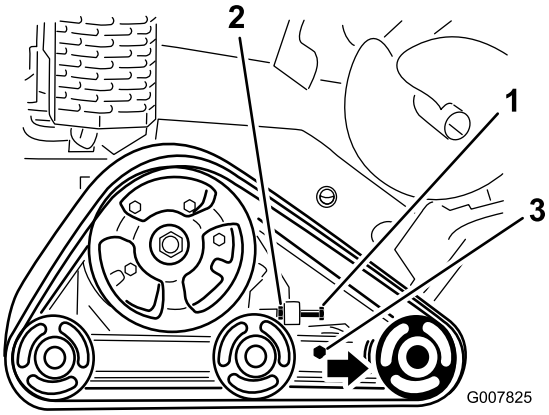

**Rysunek 48**
3. Poluzuj nakrętkę zabezpieczającą na śrubie napinającej gąsienicy oraz śrubach zaciskowych ramienia napinającego (Rysunek 48).
4. Dokręć śruby napinające momentem 32,5 do 40 Nm w celu zwiększenia napięcia gąsienicy (Rysunek 48).
4. Poluzuj śrubę napinającą i nakrętkę zabezpieczającą (Rysunek 48).
5. Poluzuj śruby zaciskowe (Rysunek 48).